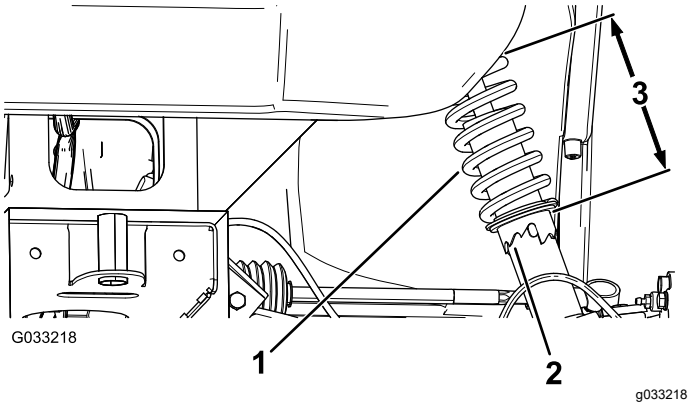

Figur 46
1. Ändra fjäderns längd genom att rotera kragen på stötdämparen med Toro-verktyget som har artikelnr 132-5069 (Figur 46).